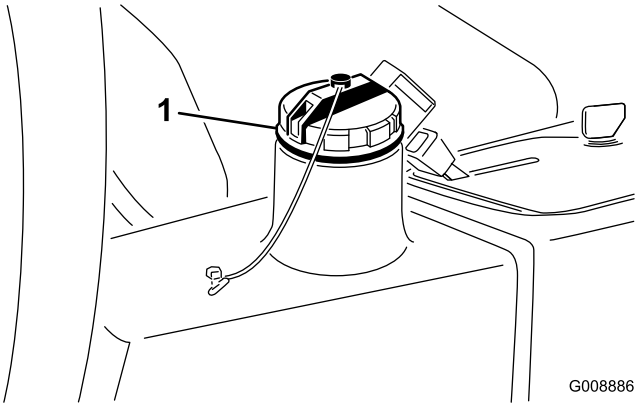

**Figur 77**
4. Fyld beholderen (Figur 77) med ca. 13,2 liter hydraulikvæske. Se Kontrol af hydrauliksystemet (side 30).